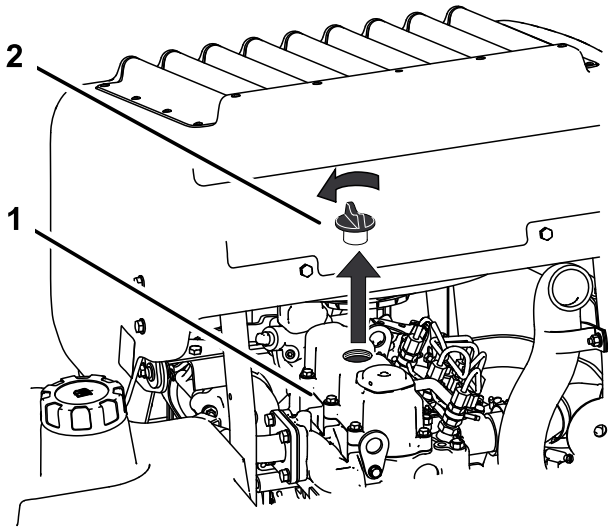

Figur 36
6. Fjern oliepåfyldningsdækslet fra toppen af motoren (Figur 36). Det hjælper olien med at løbe ud.
2. Fjern oliepåfyldningsdækslet og målepinden (Figur 36).